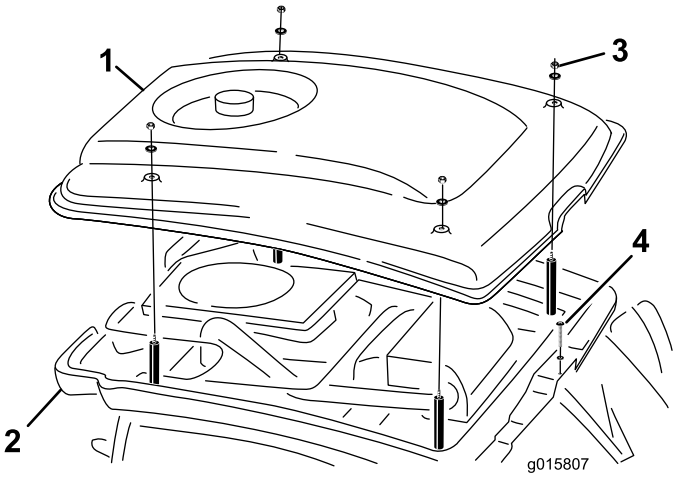

Figure 8
Retirez les (4) écrous, rondelles et bagues qui fixent le toit de cabine à la garniture de pavillon (Figure 8). Retirez également la petite vis qui fixe le bord avant du toit à la garniture de pavillon. Soulevez et soutenez le toit avec précaution pour accéder à l'intérieur de la garniture de pavillon.